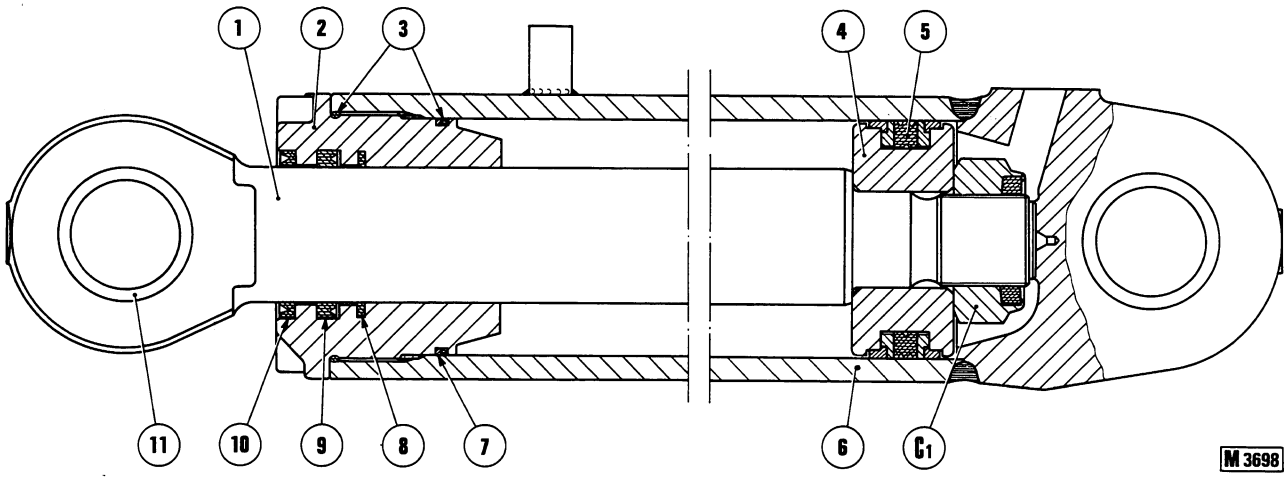

Fig. 15-38 - Section through ripper cylinder.
For cylinder disassembly and inspection remove end plate (2, fig. 15-38) using wrench 75297348 and take off rod (1) with attached piston (4).